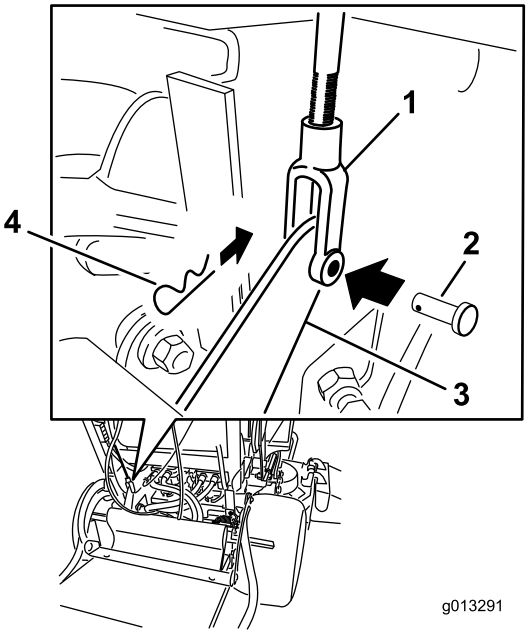

**Figur 64**
4. For å justere bremsen fjerner du hårnålssplinten og splittpinnen fra den nedre bremsespaken og krysshodet (Figur 64).
7. Fest krysshodet til nedre bremsespake med splittpinne og hårnålssplintpinne (Figur 64).